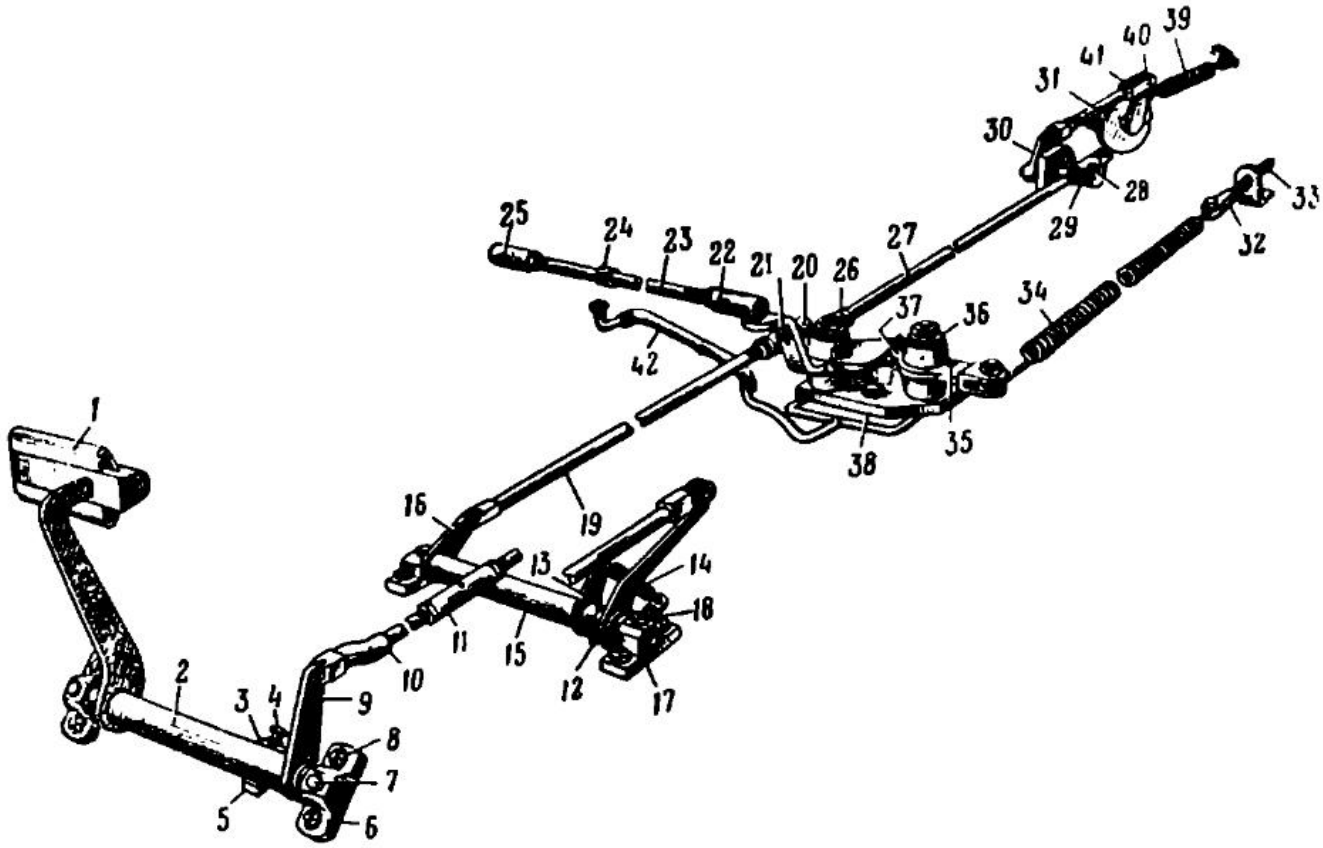
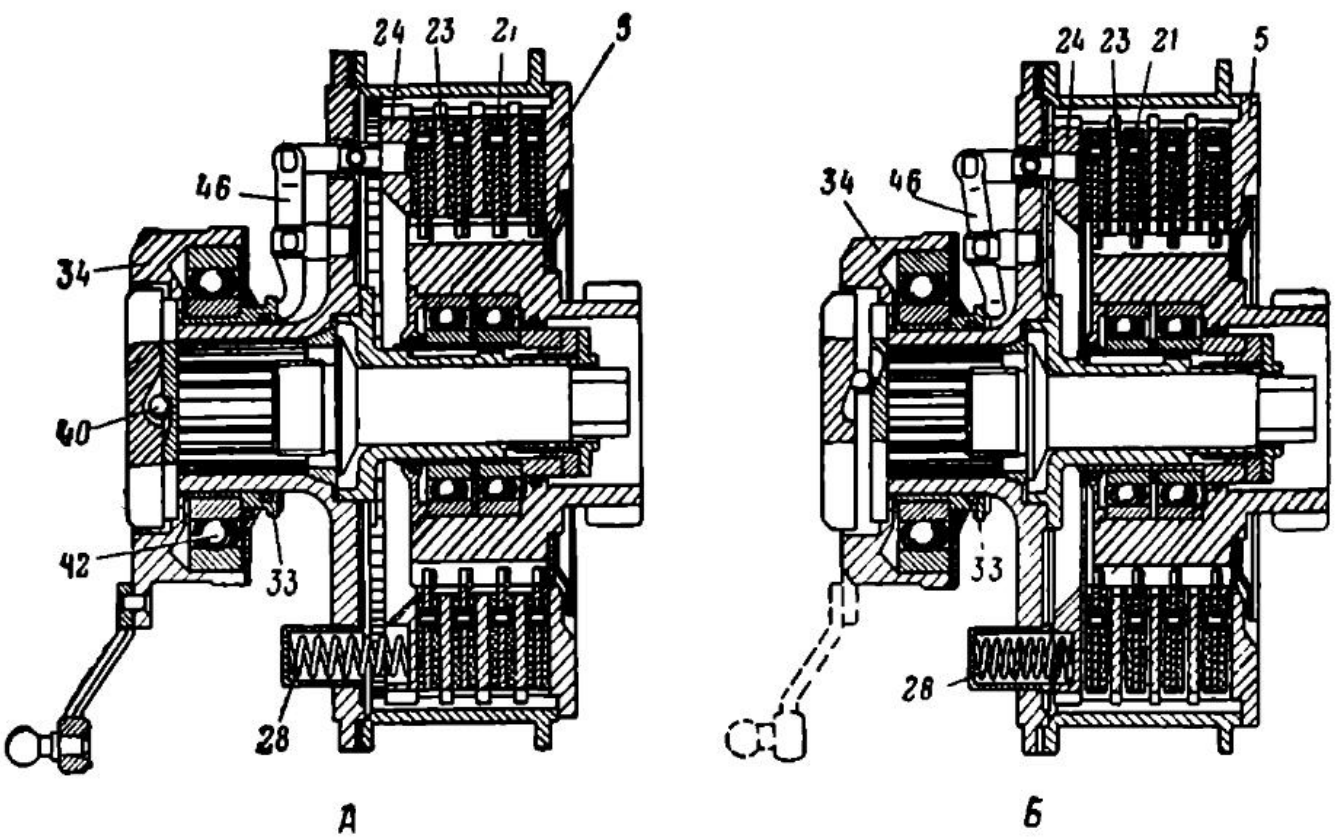

Рис. 91. Привод управления главным фрикционом:
Рис. 94. Положение деталей при включенном и выключенном главном фрикционе:
Привод управления (рис. 91, 92) состоит из педали, системы тяг и рычагов.
(Обозначения те же, что на рис. 91)
(обозначения 1—42 те же, что на рис. 91): *43* — сальник; *44* — палец; *45* — втулка; *46* — ось; *47* — шаровой палец; *48* — стойка; *49* — бронзовая втулка; *50* — защитный кожух; *51* — гайка; *52* — штуцер
При включенном фрикционе (рис. 94) ведущие и ведомые диски сжаты пружинами *28*, которые через нажимной диск *24* прижимают их к опорному диску *5*.
Выключается главный фрикцион нажатием на педаль привода, в результате чего посредством системы тяг и рычагов (рис. 91) поворачивается подвижная чашка *34* (рис. 94).
Работа сервомеханизма заключается в следующем: при нажатии на педаль привода главного фрикциона начинает поворачиваться угловой рычаг, ролик *37* (рис. 91) выходит из углубления, перемещаясь по профильной поверхности углового рычага. При этом под усилием ролика поворачивается рычаг *35* и растягивает пружину *34* сервомеханизма. Пружина будет растягиваться до тех пор, пока ролик не переместится до точки перегиба профильной поверхности углового рычага. Это положение ролика соответствует концу свободного хода педали, т. е. выбору зазора между шариками и лунками механизма выключения.
1. Открыть люк в днище корпуса машины под главным фрикционом и отъединить поперечную тягу *23* (рис. 91) от шарового пальца рычага подвижной чашки механизма выключения.
Величина хода нажимного диска изменяется при изменении хода педали за счет ввинчивания или вывинчивания регулировочного болта *4* (рис. 91)